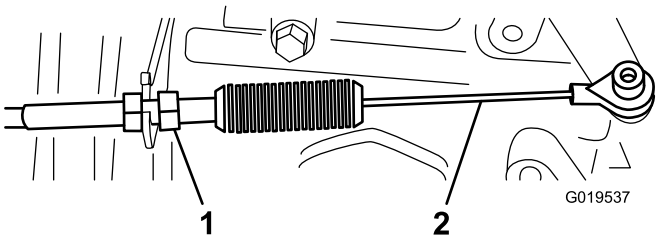
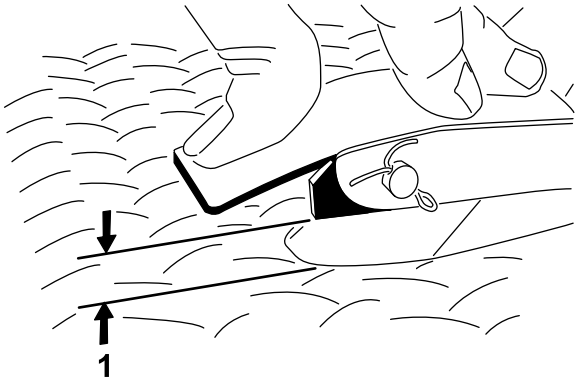

Figur 67
Figur 68
2. Justera kulleden på gasvajern (Figur 67) så att spelet blir 2,54–6,35 mm mellan gaspedalarmen och den översta delen av den diamantformade golvplattan (Figur 68) när en kraft motsvarande 11,3 kg appliceras mitt på pedalen. Dra åt låsmuttern.